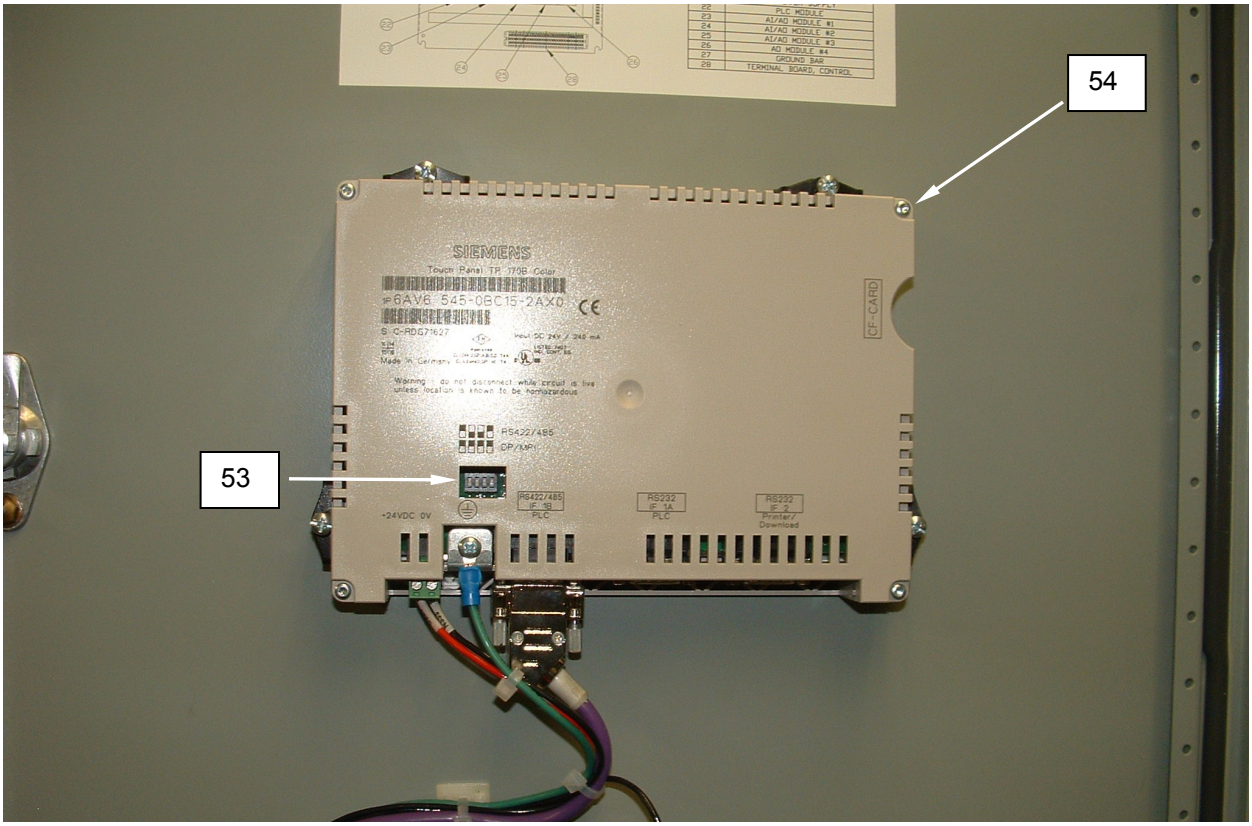

Figure 27. Test the Human Machine Interface (HMI).
2. Ensure the DIP switches **(Figure 27, Item 53)** are set on the DP/MPI setting.
3. If the HMI is unresponsive, or displays a “Cannot write to PLC” error, check all wiring connections. If wiring connections are satisfactory, replace the HMI **(Figure 27, Item 54)**.